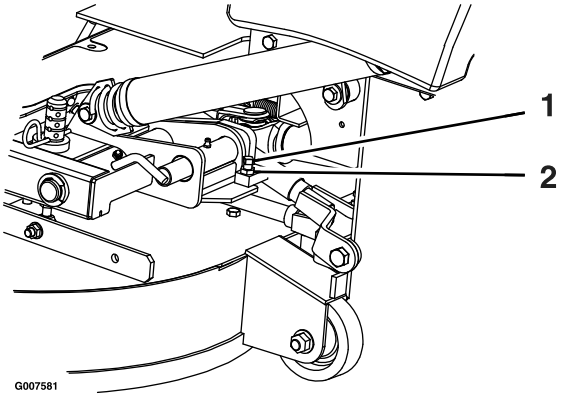

Figuur 79
2. Maak de contramoer los en draai de stopschroef rechtsom totdat de borgpen strak staat en niet met de hand kan worden gedraaid (Figuur 79).